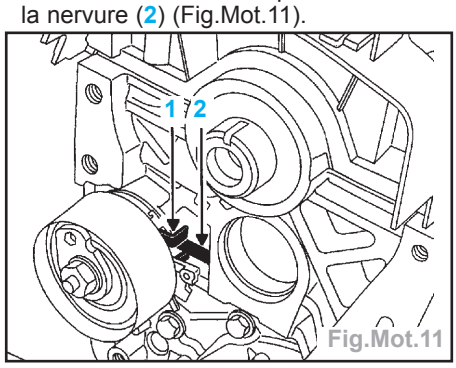

Fig.Mot.11
- Veiller à ce que l'ergot (1) du galet tendeur soit correctement positionné dans la nervure (2) (Fig.Mot.11).